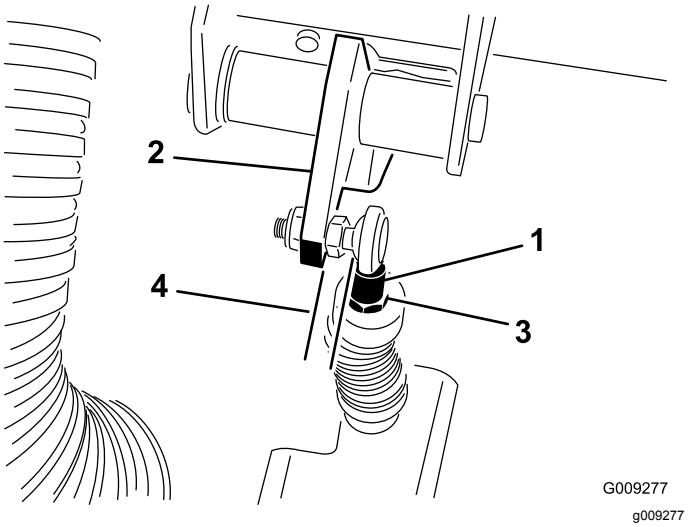

**Figuur 72**
***Belangrijk:*** **Zorg ervoor dat het stanguiteinde rechtop en niet scheef op de kogel is geplaatst en parallel met het koppelingspedaal loopt nadat de contramoer is vastgedraaid (Figuur 72).**